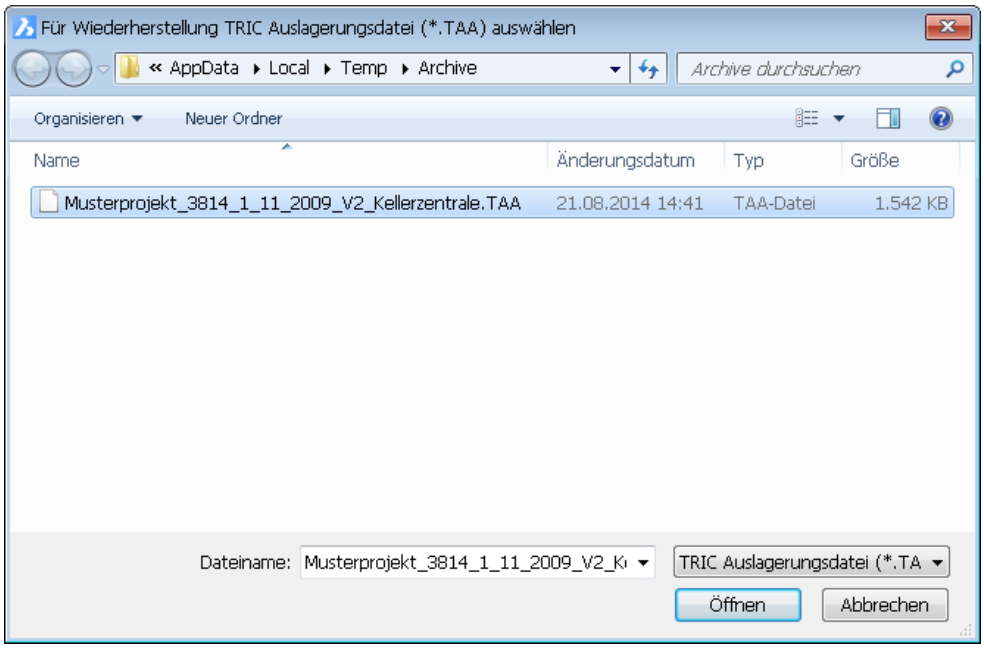

Bild 17.9 – Projektverwaltung, *Teilprojekt Einlesen*
- Daraufhin erscheint ein Dateidialog, über den Sie ins Verzeichnis der Auslagerungsdatei wechseln. *Öffnen* Sie dann das Teilprojekt des *Dateityps* *.TAA (Abb. 17.9).